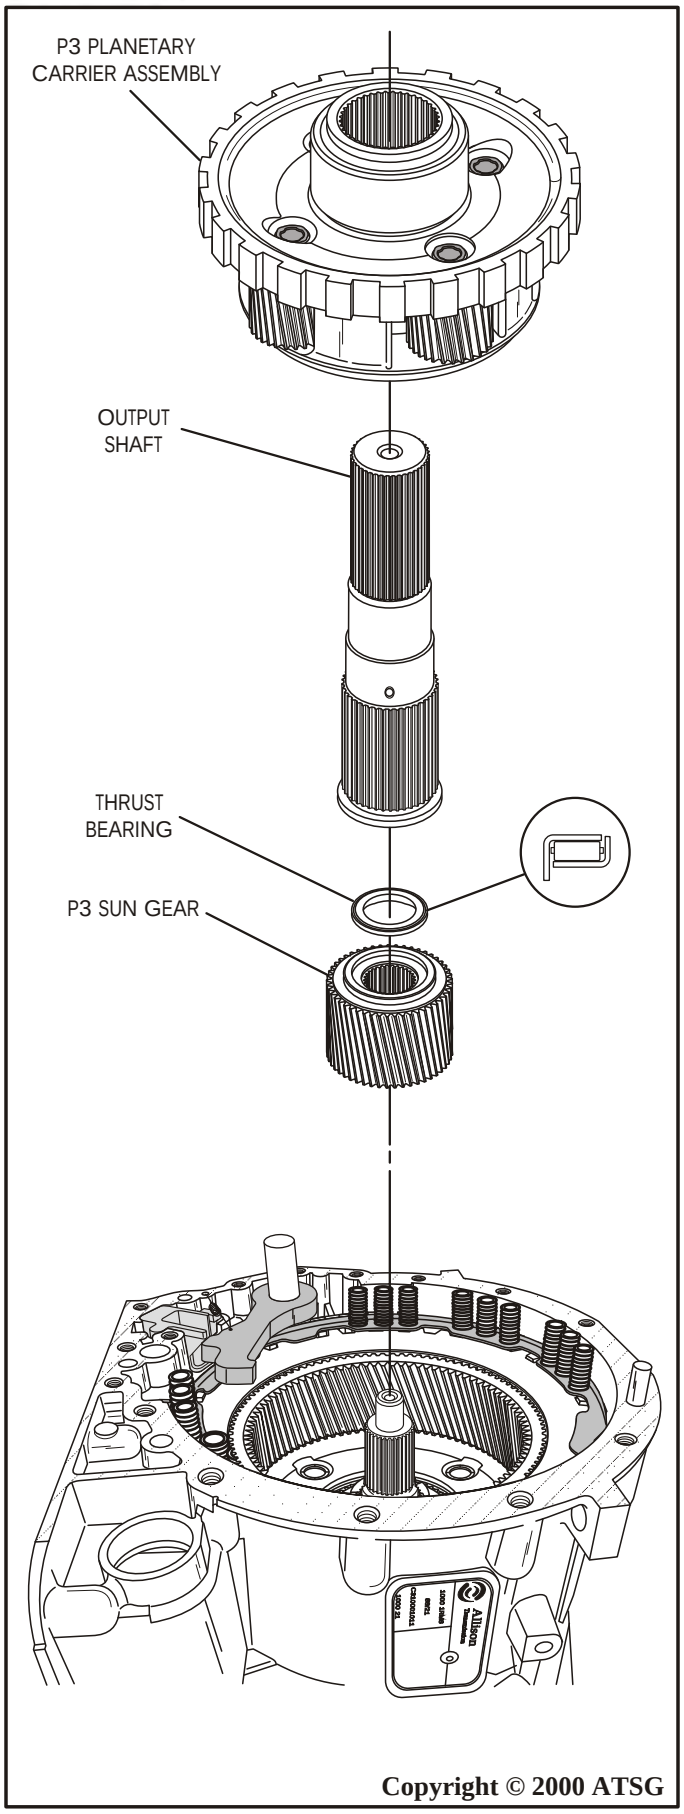
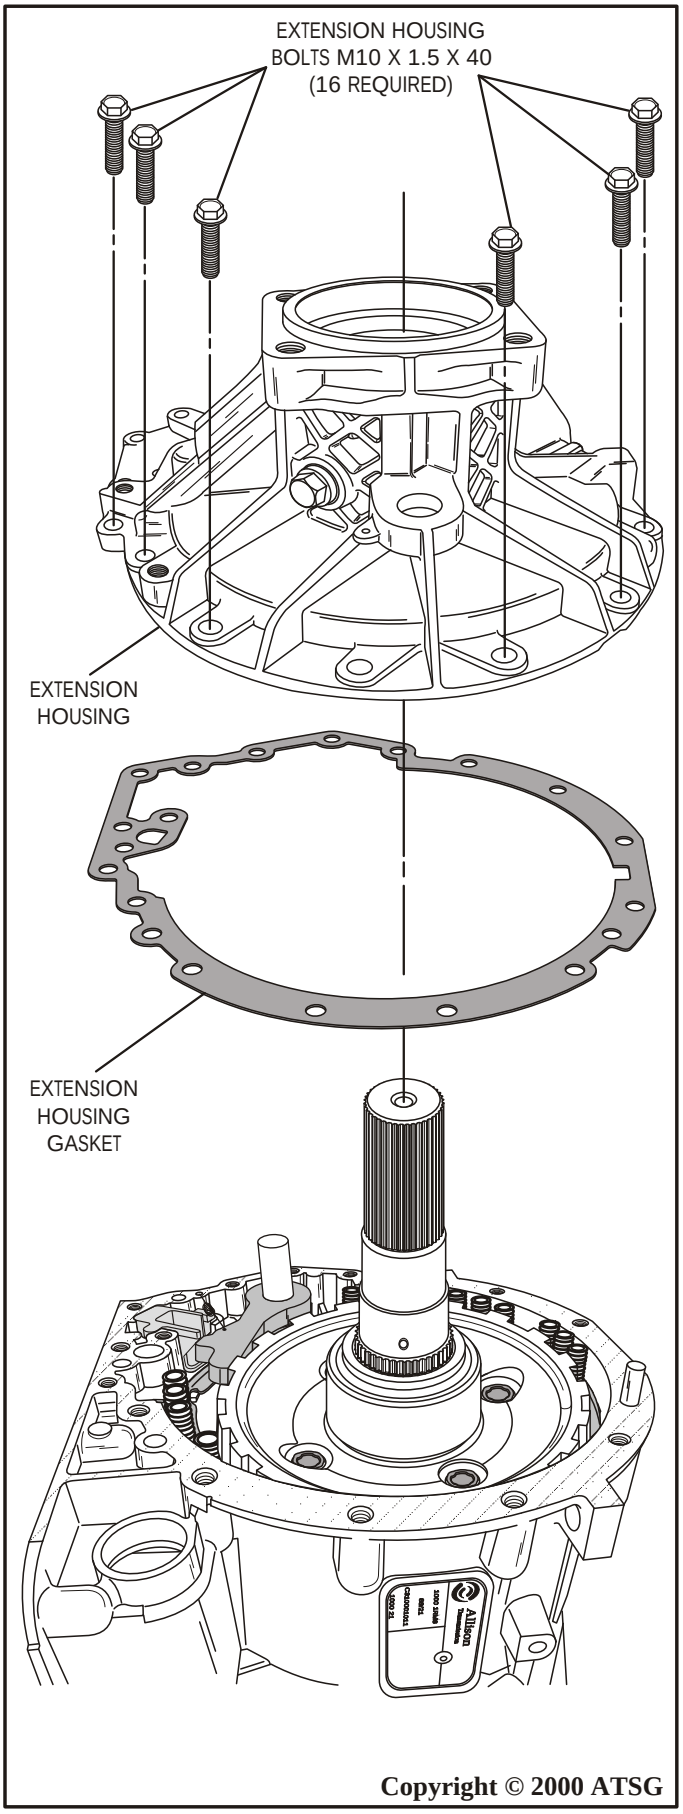

Figure 160
Figure 161
32. Install the P3 sun gear and thrust bearing onto main shaft in direction shown in Figure 160.
33. Install output shaft through carrier, as shown in Figure 160, and install assembly into case. ***Note: Ensure that P3 planetary carrier and output shaft are fully seated, as shown in Figure 161.***
34. Install new extension housing to case gasket on case, as shown in Figure 161.
35. Install the pre-assembled extension housing assembly onto the case (See Figure 161).
36. Install 16 extension housing bolts and torque to 50 N.m (37 ft.lb.) (See Figure 161).